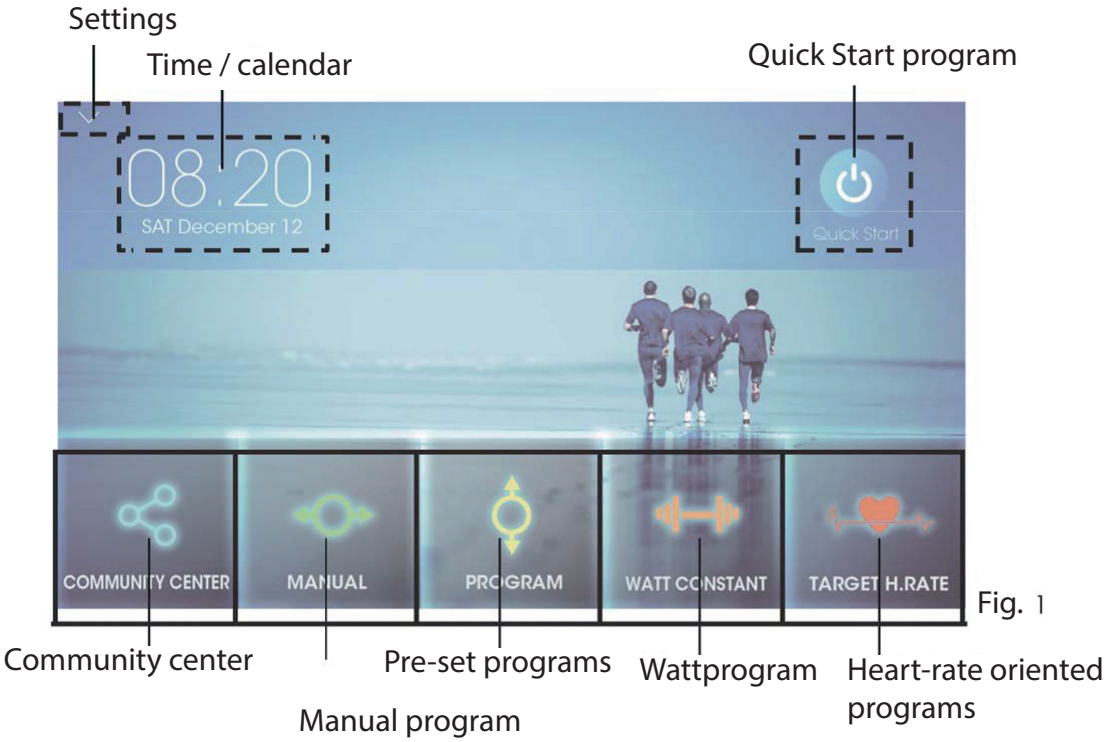

Fig. 1
(1) Console will display power up image, after approx. 30 seconds the console will enter the main menu (fig. 1) in which the main function panel is shown.